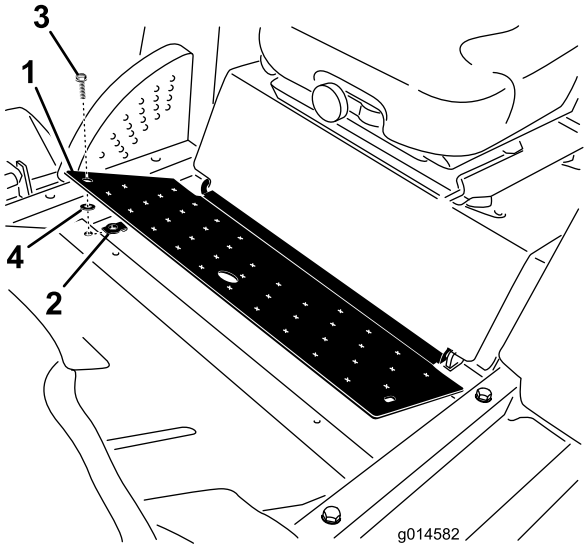

Figur 3
2. Monter en holdemutter ved rammehullet under fremre høyre hjørne på gulvplaten (Figur 3).